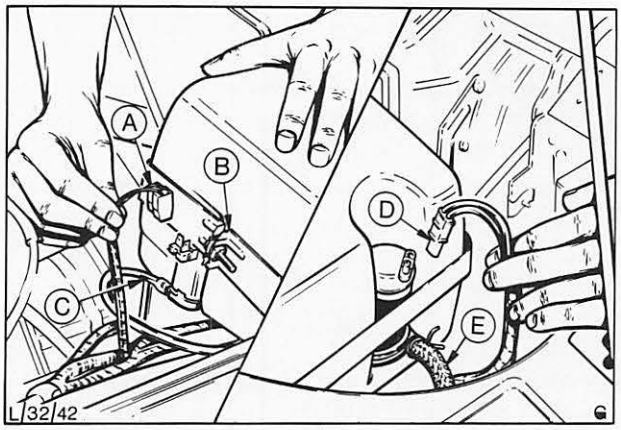

Abb. 31 A = Mehrfachstecker
3. Anschlüsse – Pumpe(n) Steckverbindungen lösen, Abb. 31. Schläuche bzw. Schlauch – Pumpe(n) abziehen.